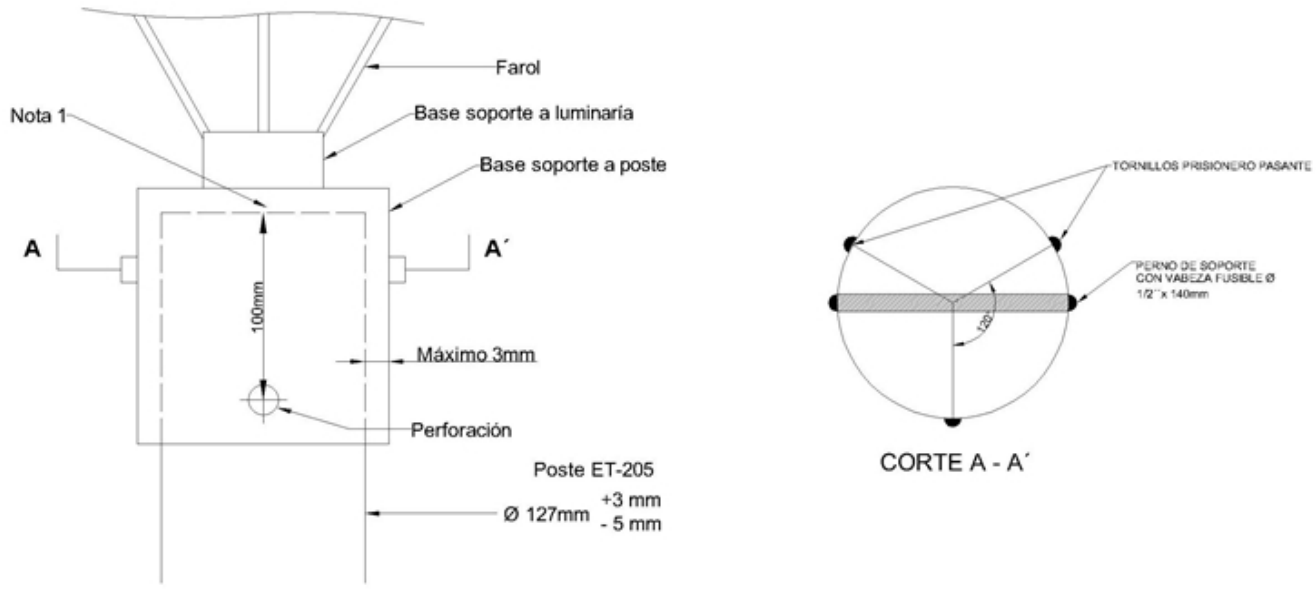

Figura No 1 Sistema de montaje de la base de la luminaria al poste
La luminaria ornamental deberá tener el sistema de soporte para poder instalarse por deslizamiento en un poste tubular de 4” metálico, poste tubular de fibra de 5", poste cónico de 135"de fibra de vidrio acorde con la Figura No. 1.
de ½” X 140 mm de cabeza perdible Ver Figura No. 1 para ser fijado a 100 mm de la cima del poste.
- En la base soporte a luminaria ver figura No. 1 y No. 2 que es la unión del soporte con la luminaria ornamental si no viene en un mismo cuerpo con la luminaria, deberá llevar un perno de seguridad de las mismas características de cabeza perdible.
- Deberá llevar también llevar 3 tornillos de apriete a 120° que permitirán mantener una correcta fijación de la luminaria al poste de fibra ET-205. Ver figura No.1